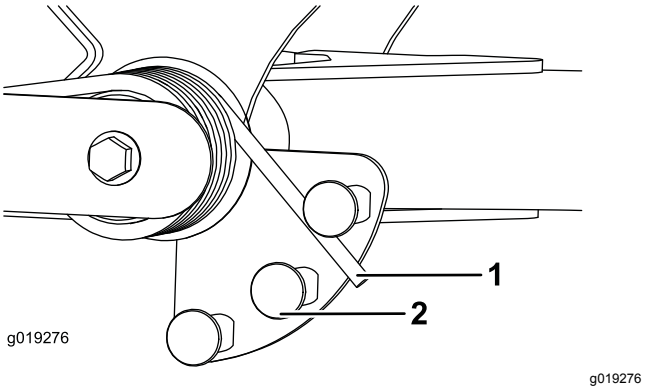

Figur 29
2. Sätt ett rör eller liknande på den långa fjäderänden och vrid det runt fjäderdonet till önskat läge (Figur 29).